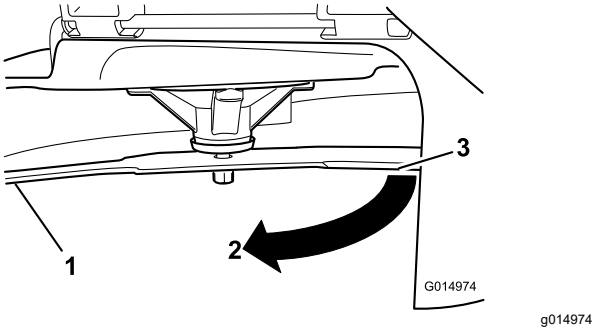

Figura 65
3. Distana măsurată dintre lamă i suprafaă (A)
4. Rotii aceeai lamă la 180 de grade, astfel încât marginea de tăiere opusă să se afle acum în aceeai poziie (Figura 65).